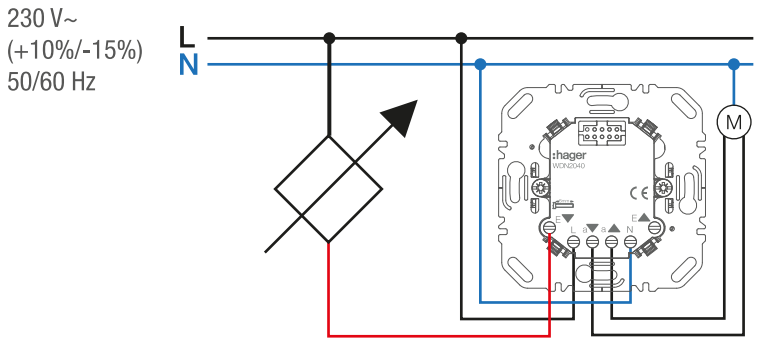

Bild 5: Steuerung durch Sensoren
- Sensor gemäß Anschlussbild (Bild 5) anschließen.